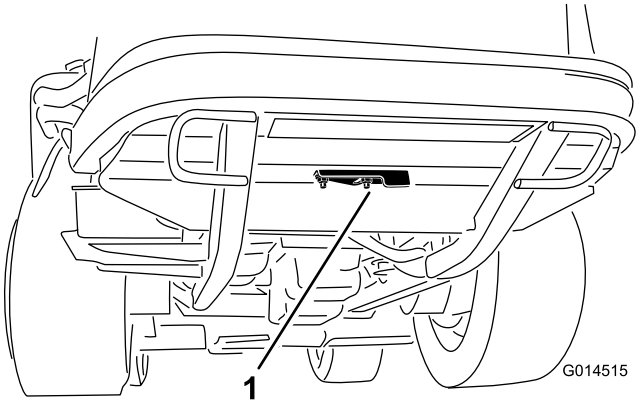

Figura 54
2. Afloje la tuerca con arandela prensada que sujeta la tapa del hueco de limpieza a la parte inferior del bastidor trasero (Figura 54). Gire la tapa a un lado para tener acceso al hueco de limpieza del bastidor.